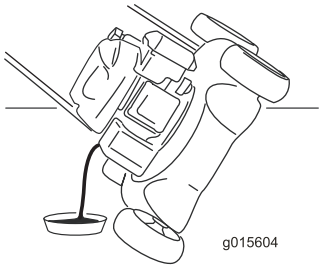

Bild 26
5. Kippen Sie den Rasenmäher seitlich (Peilstab nach unten), um das Altöl über das Öleinfüllrohr abzulassen (Bild 26).